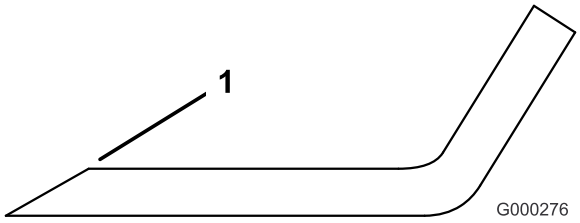

**Figur 93**
1. Anvend en fil til at slibe begge ender af skærekniven (Figur 93). Bevar den oprindelige vinkel. Skærekniven